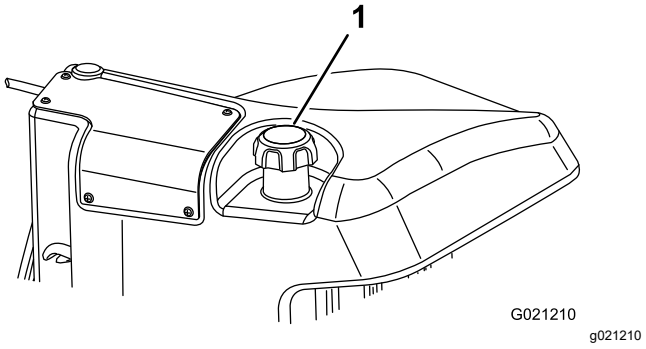

**Figuur 45**
3. Verwijder de dop van de brandstoftank (Figuur 45).